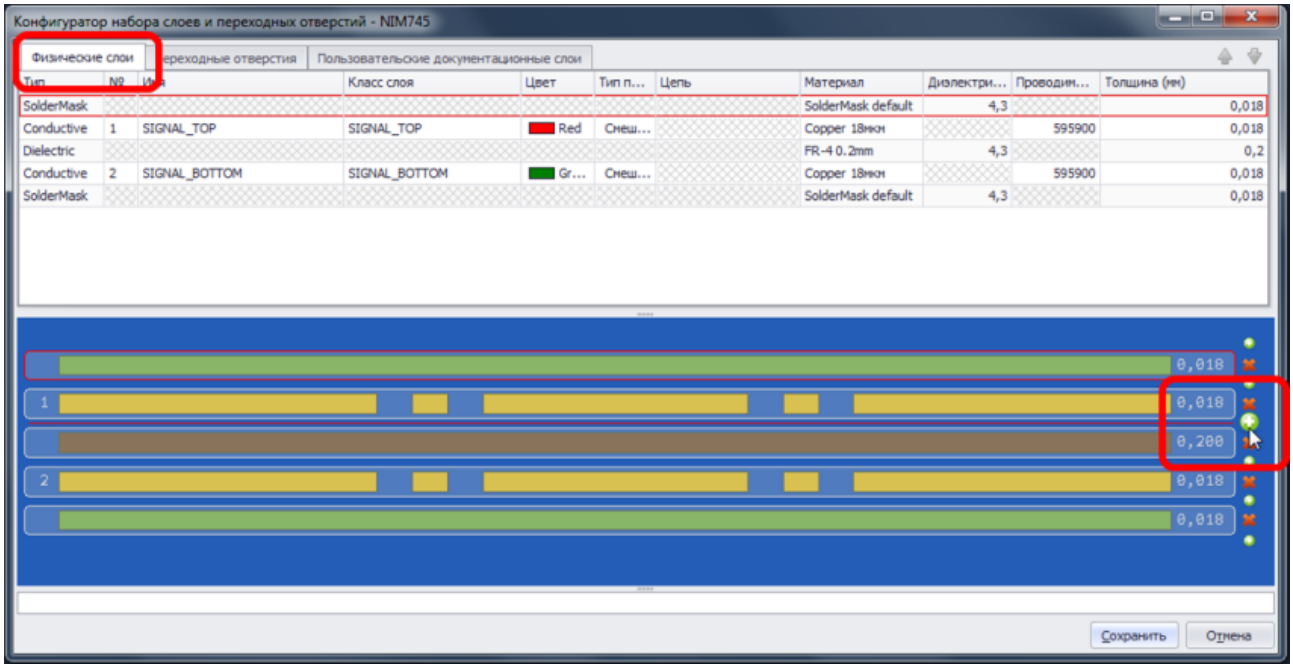

Рис. 664. Добавление нового слоя
3. Нажать на кнопку добавления слоя , соответствующую выбранному положению. Кнопки добавления расположены в правой части схемы слоев, см. Рис. 664.